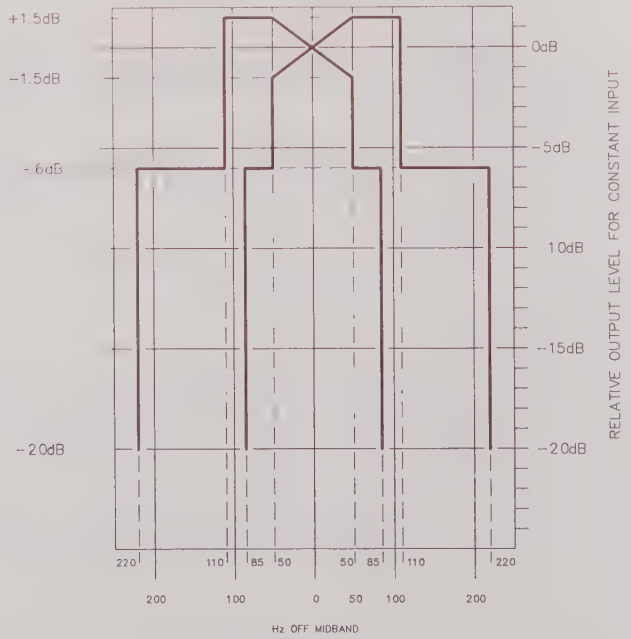

Figure 4-14 200 Hz Bandwidth Filter Shape
18. Slew the frequency left or right to measure bandwidth at 6 dB point (mid-screen). Record the measured Bandwidth (tolerance: 170 to 220 Hz). THE BANDWIDTH SHAPE SHOULD AGREE WITH THE SHAPE SHOWN IN FIGURE 4-14.